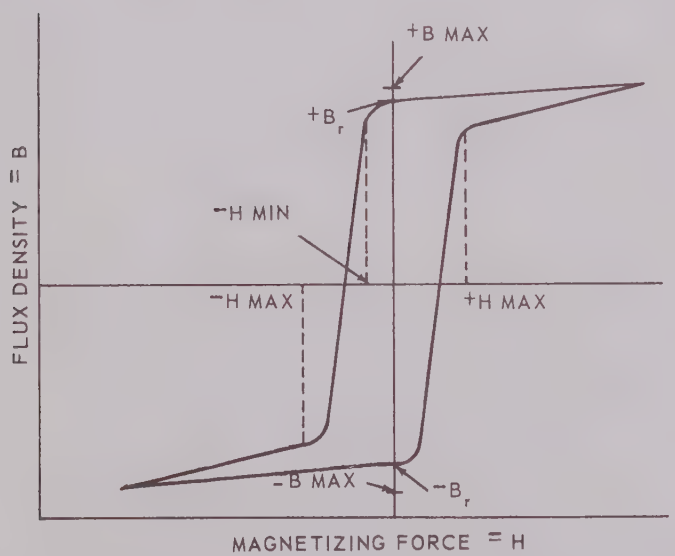

Fig. 3-3 Hysteresis Loop of Magnetic Core Material
c. The cores of T1 and T2 have a nearly rectangular hysteresis characteristic (figure 3-3). Current flows in the gate winding during part of each half cycle of the 800 cps excitation voltage and the flux density rises to B+ max. The core saturates and the gate winding allows the full output to appear across R_L.
d. When a current of such polarity and magnitude is introduced into the control winding to produce a magnetizing force in the control range between -H max and -H min (figure 3-3), a rapid transition from partial desaturation to saturation occurs in the magnetic state of the iron during each positive half cycle of the excitation voltage. The gate winding suddenly drops in impedance as B max is reached, and the full output appears across the load, continuing for the remainder of the cycle (this action is similar to that of a thyratron tube). The time required for the transition to occur is called the firing angle and depends on the value of control current. The average dc current in the load is then a function of the control current.